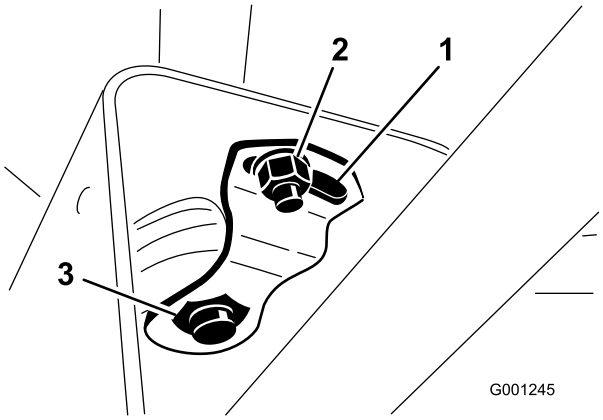

Figuur 33
2. Schuif de kap omhoog langs de stuuras zodat de draaibeugel zichtbaar wordt (Figuur 33).
3. Zet de kleine moer los en draai aan de draaibeugel totdat deze de grote moer eronder vastklemt (Figuur 33).